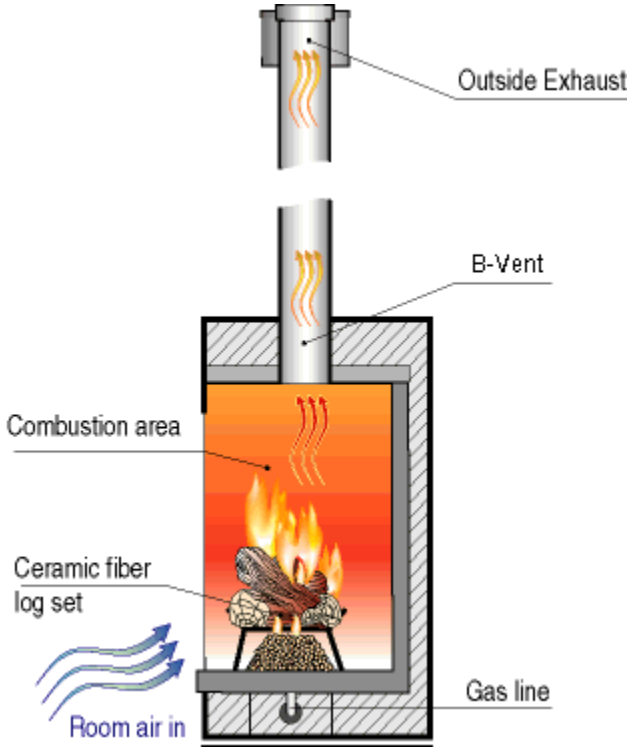

Figure 18 *Natural draft B-vent. (adapted from Chew/Fireside Group Inc., 2017). Used with permission.*
- Natural draft B-vent (Figure 18)
Instead of storing the heated water, tankless water heaters heat the water as it flows through the heat exchanger coils and delivers the heated water to the distribution piping on demand from the fixtures (Figure 18). The amount of hot water that tankless heaters can produce is expressed in gallons per minute, or litres per minute, which varies depending on the burner input and the difference in temperature between the incoming cold supply and the hot water delivery temperature setting. Tankless heaters have the advantage that, if they are sized correctly within their rated capacity (GPM) flow rate, they will deliver a constant supply of hot water.
The basic operation of the on-demand system shown in Figure 18 is as follows: